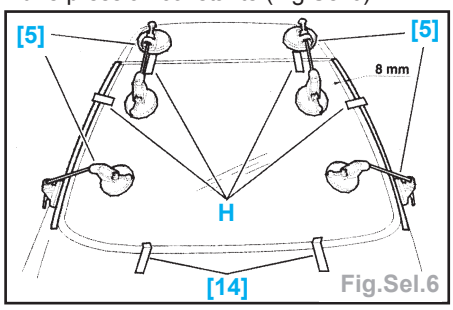

Fig.Sel.6
- Présenter la vitre sur la baie en face des adhésifs à l'aide des ventouses et exercer une pression constante (Fig.Sel.6).